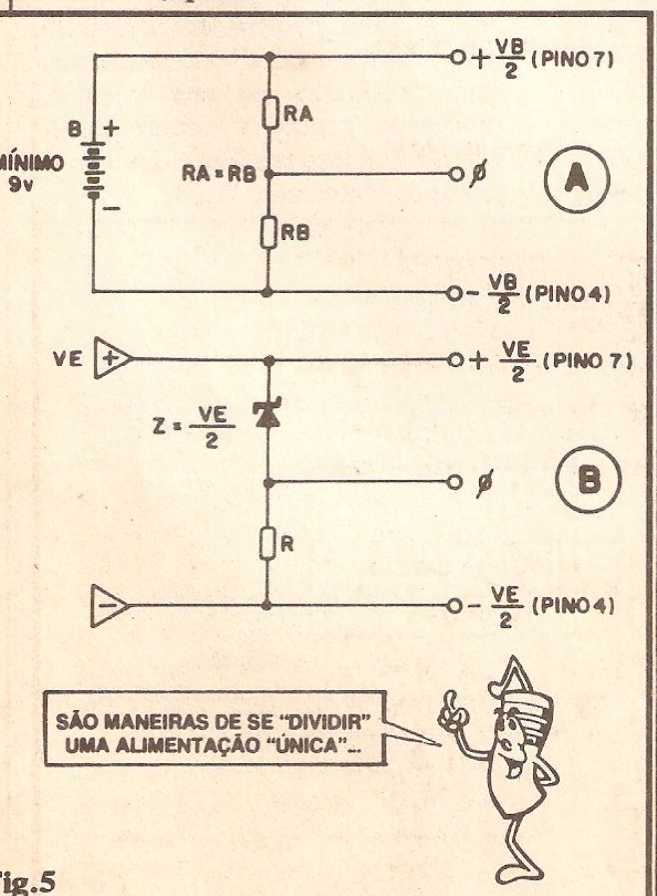

Fig.5
- FIG. 5 - FONTES SPLIT "FALSAS"... - Às vezes a aplicação permite considerarmos válida uma excursão do sinal de saída apenas num "sentido" ou polaridade... Nesse caso, podemos facilmente "falsificar" uma fonte **split** a partir de uma fonte única, dividindo "artificialmente" a alimentação por uma das maneiras indicadas na figura! Em 5-A temos um "truque" puramente resistivo, empilhando-se RA e RB (ambos de **idêntico** valor), com o que teremos dois "ramos" de Tensão, cada um compreendendo **metade** da Tensão original da bateria B, em torno de um "zero" central "falso", porém eletricamente válido para a aceitação do 741, em muitas aplicações... ATENÇÃO, contudo: não esquecer que o "totem" resistivo formado por RA e RB será percorrido por Corrente, diretamene proporcional à Tensão da fonte B, e inversamente proporcional à soma dos valores resistivos empregados! Isso, se nos valermos de resistores de baixo valor, poderá ocasionar dreno excessivo de Corrente, com o que a bateria B "miará" em pouquíssimo tempo! Nos circuitos típicos, os valores de RA e RB costumam ficar entre 4K7 e 100K, cada, de modo a manter a Potência consumida da bateria em níveis aceitáveis... O arranjo 5-B mostra uma segunda opção, com a qual é possível obter uma melhor estabilidade e "segurança" de valores de Tensão... No caso, um dos "ramos" do divisor é formado não por resistor, mas sim por diodo **zener**, cuja Tensão nominal deve situar-se em valor tão próximo quanto possível da **metade** de VE (Tensão geral de entrada, fornecida pela fonte única...). Notem que, também nesse caso, o cálculo do valor de R deverá levar em conta não só os parâmetros e limites do próprio **zener** (rever "Aula" nº 10...), como também o regime máximo de Corrente sob o qual desejamos que a fonte VE fique...